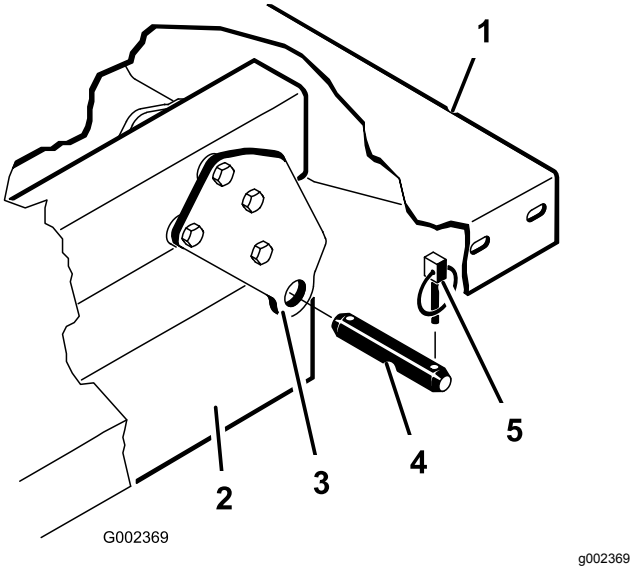

**Figur 4**
6. Afmonter de ringstifter og gaffelbolte, der fastgør aksebeslagene på stelkanalerne (Figur 4).